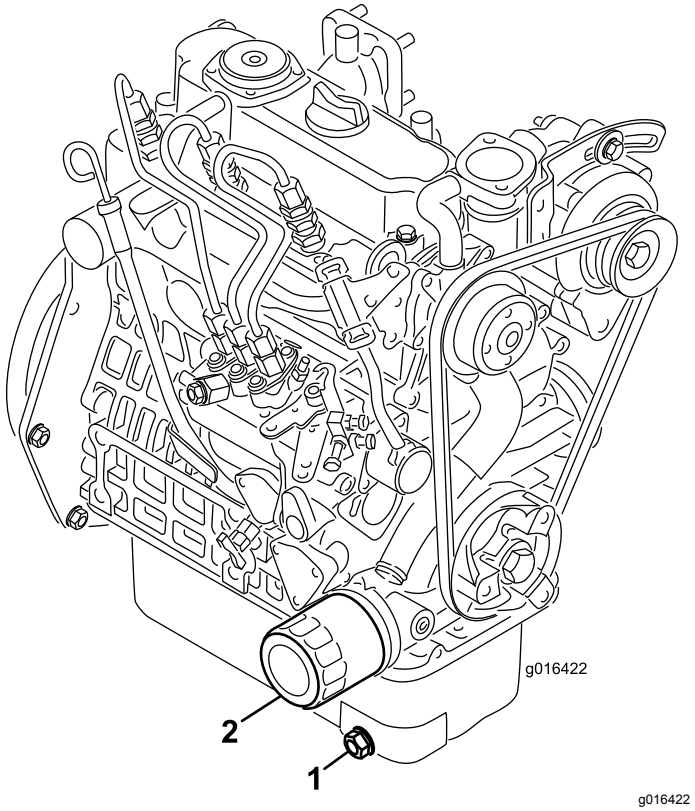

**Figur 36**
1. Ta bort avtappningspluggen (Figur 36) och låt oljan rinna ned i ett avtappningskärl. Sätt tillbaka avtappningspluggen när oljan har slutat rinna.